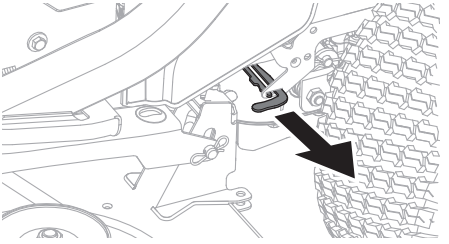

Fig. 2
1. Para enganchar las lengüetas de derivación de la transmisión, tire de la lengüeta para afuera. Repita del otro lado (Fig. 2).